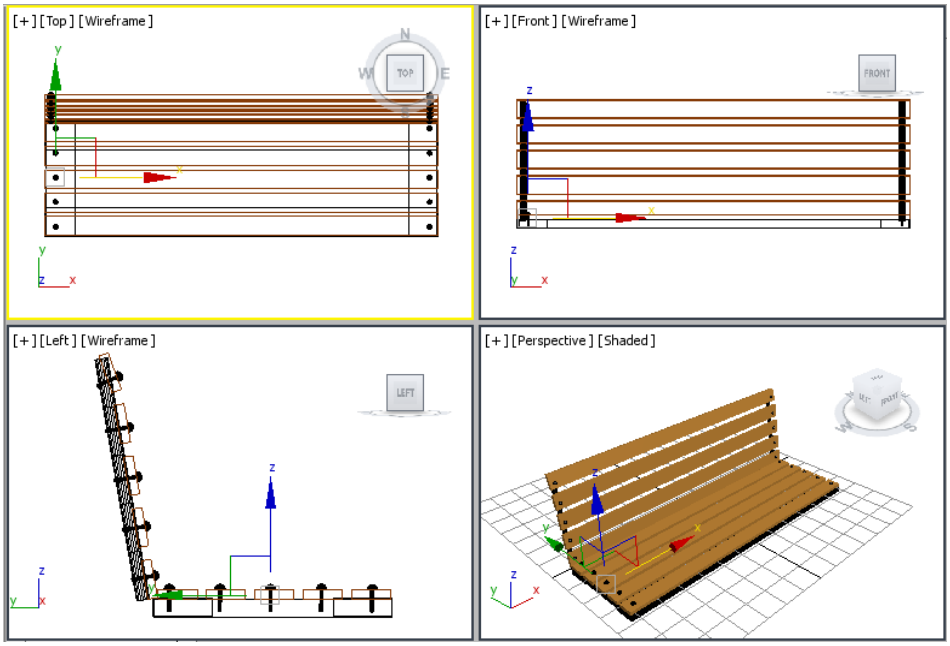

Figure 2-93 *Alignment of left side seat rivets in viewports*
15. Align *left side seat rivets* using the **Select and Move** tool in viewports, as shown in Figure 2-93.